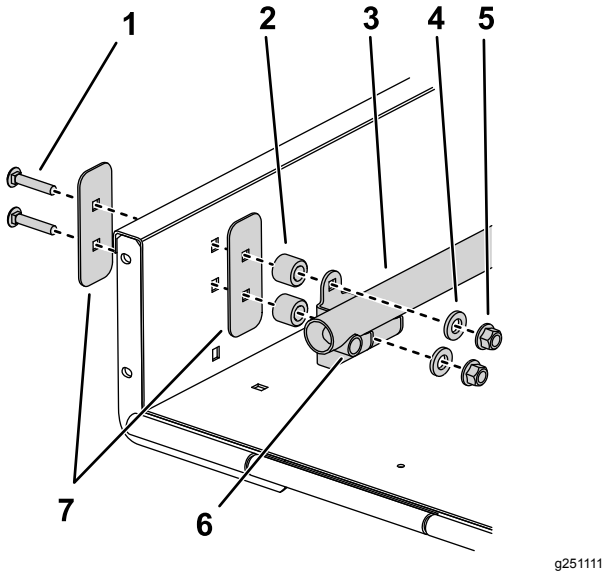

Figur 1
3. Montera rörmonteringen med de fyra distansbrickorna mellan rörmonteringens monteringsfästen och väggarna på släpet med de fyra vagnsskruvarna från satsen (Figur 1).